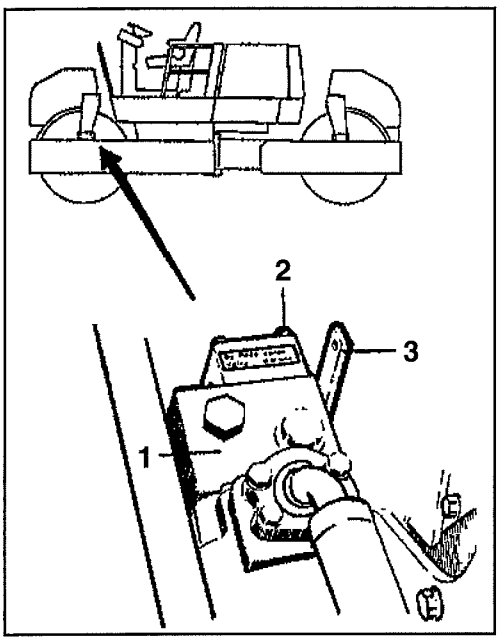
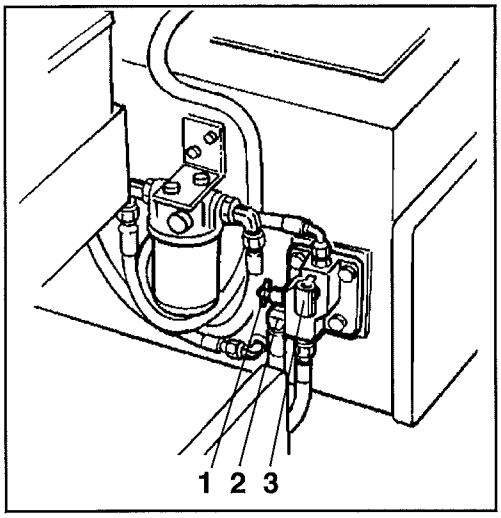

Fig. 29
Fig. 31 ***Válvula de reboque***
Calce o rolo. A máquina pode , de outra forma, começar a rolar quando a alavanca (3) fig. 29 é activada.
2. Retire o parafuso (2) da válvula (1) e puxe a alavanca (3) para cima.
3. Lembre-se de voltar a colocar a alavanca (3) da válvula fig. 29 na sua posição original, quando terminar de rebocar a máquina.
Calce o rolo. A máquina pode começar a rolar quando a alavanca (3) fig. 29, 31 for activada.
1. Retire o parafuso (2) da válvula (1) e puxe a alavanca (3) para cima, de acordo com a fig. 29.
2. Bombeie a alavanca (3) até que os travões sejam desactivados. Assegure-se que a válvula (1) está pressionada.
3. Lembre-se de colocar a alavanca (3) da válvula fig. 29 na sua posição original, quando terminar de rebocar a máquina. Mantenha a válvula (1) fig. 31 puxada para fora durante alguns segundos no fim da operação de reboque.